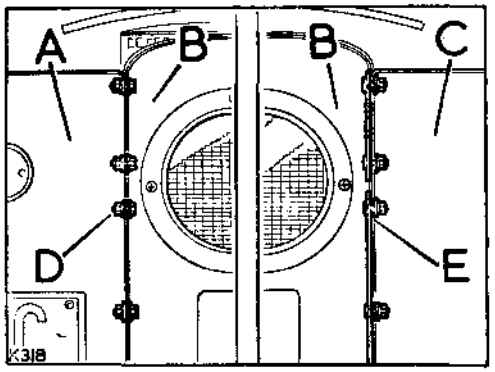

**Fig. A1-11. Radiator grille panel fixings**
1. Position the radiator and grille panel assembly on to the vehicle. Fit the fan blades to the fan pulley before engaging the grille panel fixings. See Figs. A1-11 and A1-12 for fixings details.